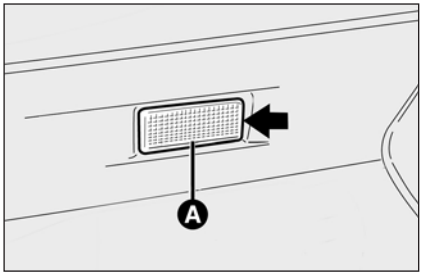

rys. 42
- ❒ wyjąć lampę **A-rys. 42** podważając ją w punkcie pokazanym strzałką;